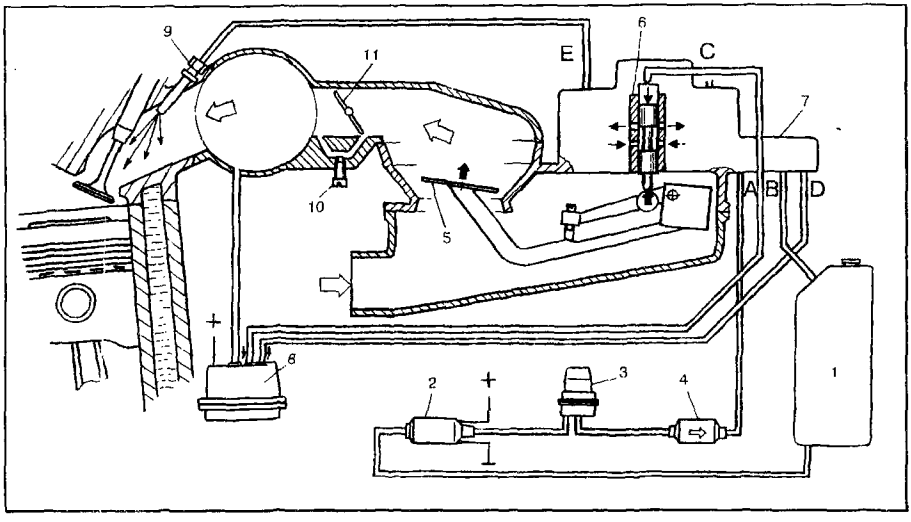
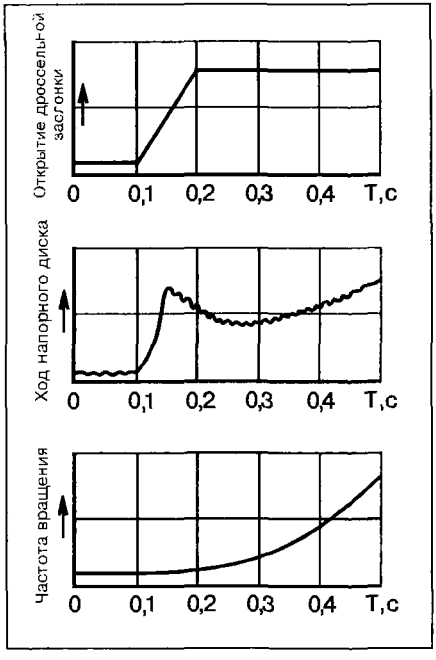
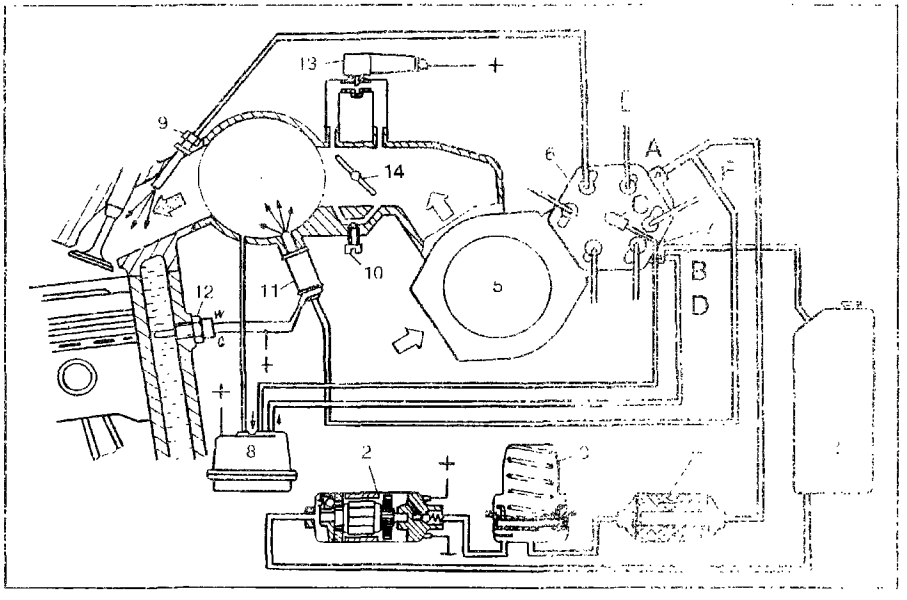

Рис. 2. Схема главной дозирующей системы и системы холостого хода системы впрыска "K-Jetronic":
Рис. 3. Взаимосвязь открытия дроссельной заслонки, перемещения напорного диска и увеличения частоты вращения коленчатого вала (система "K-Jetronic")
Рис. 4. Схема системы впрыска топлива "K-Jetronic":
1. **Дозатор, дозатор-распределитель, регулятор состава и количества рабочей смеси**. Устройство объединяет расходомер воздуха (трубка Вентури) и регулятор (гидрораспределитель) количества топлива (см. рис. 2, б).
4. **Пусковая электромагнитная форсунка, пусковая форсунка, пусковой топливный клапан с электромагнитным управлением, пусковой клапан.** Форсунка (англ. force — нагнетание, впрыск) или инжектор (фр. injecteur от лат. injicere — бросать, нагнетать, впрыскивать внутрь чего-либо) работающая при пуске холодного двигателя (см. рис. 4).
5. **Рабочая форсунка, форсунка впрыска, клапанная форсунка, инжектор.** Форсунка, установленная непосредственно перед впускным клапаном, управляется электромагнитом или подводимым давлением топлива (см. рис. 2, 13).
9. **Клапан добавочного воздуха, клапан дополнительной подачи воздуха, золотник добавочного воздуха, золотниковый клапан добавочного воздуха, клапан дополнительной воздушной заслонки, клапан перепуска воздуха, поворотный регулятор холостого хода, регулятор холостого хода с электромагнитным клапаном.** Клапан в воздушном канале, параллельном дроссельной заслонке, используется при холостом ходе, сечение может перекрываться специальным винтом ("винт количества"), (см. рис. 2, 12, 35, 42, 48).
Топливный насос 2, (рис. 2), забирает топливо из бака 1 и подает его под давлением около 5 кгс/см^2 через накопитель 3 и фильтр 4 к каналу "А" дозатора-распределителя 6. При обычном карбюраторном питании управление двигателем осуществляется воздействием на педаль "газа" т.е. поворотом дроссельной заслонки. Если при карбюраторном питании дроссельная заслонка регулирует количество подаваемой в цилиндры рабочей смеси, то при системе впрыска дроссельная заслонка 11 регулирует только подачу чистого воздуха.
Расходомер воздуха системы впрыска топлива представляет собой прецизионный механизм. Напорный диск его очень легкий (толщина примерно 1 мм, диаметр — 100 мм) крепится к рычагу, с другой стороны рычага (см. рис. 2) установлен балансир, уравновешивающий всю систему. С учетом того, что ось вращения рычага лежит в опорах с минимальным трением (подшипники качения), диск очень "чутко" реагирует на изменение расхода воздуха.
Из дозатора-распределителя топливо по каналам "Е" поступает к форсункам впрыска 9, (см. рис. 2). Иногда вместо слова форсунка (от force — франц. сила) применяется слово инжектор (лат. injicere—бросать внутрь).
Итак, перемещение напорного диска вызывает перемещение плунжера распределителя. Направления перемещений на рис. 2 показаны стрелками. Взаимосвязь перемещений и упомянутые выше дифференциальные клапаны обеспечивают стехиометрическое соотношение воздуха и бензина в рабочей смеси. Но, напомним еще раз, характерной особенностью автомобильного двигателя является то, что он должен быть приспособлен к различным режимам: холодный пуск, холостой ход, частичные нагрузки, полная нагрузка. Смесь приходится при соответствующих режимах или обогащать или обеднять. Для получения соответствия состава рабочей смеси режиму работы двигателя в системе впрыска со стороны верхней части плунжера (см. рис. 2) в распределитель подходит по каналу "С" управляющее давление. Величина последнего определяется регулятором управляющего давления 8. Это давление в зависимости от режима работы двигателя имеет большую или меньшую величину. В первом случае сопротивление перемещению плунжера увеличивается — смесь обедняется. Во втором случае, напротив, сопротивление перемещению плунжера уменьшается — смесь становится богаче. Одним из режимов работы автомобильного двигателя является резкое открытие дроссельной заслонки. При карбюраторной системе питания необходимое обогащение смеси (в противном случае, так как воздух более подвижен, было бы ее обеднение) производится ускорительным насосом. При системе впрыска обогащение обеспечивается почти мгновенной реакцией напорного диска (рис. 3).
Бензиновый электрический насос 2 (см. рис. 2) работает независимо от частоты вращения коленчатого вала двигателя. Он включается при
двух условиях, когда включено зажигание и вращается коленчатый вал. Если учесть, что насос имеет запасы по давлению двухкратный, по подаче десятикратный, то понятно, что система впрыска должна иметь регулятор давления питания. Этот регулятор 7, (см. рис. 2) встроен в дозатор-распределитель, соединен с каналом "А" (подвод топлива), по каналу "В" осуществляется слив излишнего топлива в бак, канал "D" соединен с регулятором управляющего давления 8.
При пуске двигателя электронасос 2 (рис. 4), практически мгновенно создает давление в системе. Если двигатель прогрет (температура не менее 35°С) термореле 12 выключает пусковую форсунку 11 с электромагнитным управлением. В момент пуска холодного двигателя и в течение определенного времени пусковая форсунка впрыскивает во впускной коллектор дополнительное количество топлива.
Таким образом, если двигатель уже прогрет, питание осуществляется только через главную дозирующую систему и систему холостого хода, (см. рис. 2). При этом, термореле 12 (см. рис. 4), пусковая электромагнитная форсунка 11 и клапан добавочного воздуха 13 в работе не участвуют. При пуске и прогреве холодного двигателя все перечисленные элементы системы впрыска включаются в работу, обеспечивая надежный запуск и стабильную работу двигателя на холостом ходу.
Первый вспомогательный элемент системы — топливный бак 1, (см. рис. 2, 4). В связи с широким использованием каталитических нейтрализаторов отработавших газов, и необходимостью исключить попадание этилированного бензина в топливный бак от заправки его этилированным бензином, изменен сам способ заправки. При этом существенно увеличен диаметр
Топливный электронасос 2 (см. рис. 4), ротационного роликового типа одно- или многосекционный. Примерные размеры деталей насоса, мм: ротор-∅30, статор-∅32, эксцентриситет-1, ролики: ∅5,5, длина-6. Роликовый насос отличается от ротационного лопастного тем, что вместо лопастей в пазы ротора вставлены ролики. Последнее обусловлено стремлением заменить скольжение лопастей по статору качением. Для бензонасоса это особенно важно в связи с отсутствием у бензина смазывающей способности (см. табл. 2).
Насос имеет два клапана, предохранительный (см. рис. 4, слева), соединяющий полости нагнетания и всасывания, и обратный клапан, (см. рис. 3, справа). Обратный клапан препятствует сливу топлива из системы. Конструктивно обратный клапан с демпфирующим дросселем (нем. Dämpfer — гаситель, Drossel — уменьшающий проходное сечение) встроены в штуцер топливного насоса (рис. 5). Демпфер немного сглаживает резкое нарастание давления в системе при пуске топливного насоса. При выключении насоса он снижает давление в системе только до значения, при котором происходит закрытие клапанных форсунок.
Накопитель топлива 3 (см. рис. 4) представляет собой пружинный гидроаккумулятор, назначение которого поддерживать давление в системе при остановленном двигателе и выключенном бензонасосе. Поддержание остаточного давления препятствует образованию в трубопроводах паровых пробок, которые затрудняют пуск (особенно горячего двигателя).
После включения топливного насоса накопительная полость через пластинчатый клапан в перегородке заполняется топливом, при этом диафрагма прогибается вверх до упора, сжимая пружину. После остановки двигателя, в связи с тем, что бензин как всякая жидкость практически несжимаем, малейшие утечки (обратный клапан в насосе, распределитель) приводят к значительному падению давления в системе. Вот здесь и вступает в работу накопитель. Пружина воздействуя на диафрагму вытесняет бензин из накопительной полости через дросселирующее отверстие в перегородке (на рис. 4 в перегородке слева — дросселирующее отверстие, справа — пластинчатый клапан).
Топливный фильтр 4 (см. рис. 4), как видно из схемы, стоит за насосом и поэтому бензонасос от посторонних частиц в бензине не защищает, фильтр по объему превышает в несколько раз обычно применяемые фильтры тонкой очистки бензина и, похож на масляный фильтр. При нормальном бензине срок службы фильтра составляет 50 тыс. км. В системах впрыска топлива чистоте бензина уделяется особое внимание, кроме рассмотренного фильтра и сетки в насосе есть еще сетки на гильзе распределителя 6, в штуцерах каналов "Е" (см. рис. 2). Способствует выпадению посторонних частиц из бензина и конфигурация каналов в дозаторе-распределителе.
Рассмотренное регулирование состава рабочей смеси относится к частичным нагрузкам или к обычной работе двигателя. Но существуют и другие режимы: холодный пуск, холостой ход, полная нагрузка. Приспособляемость к этим режимам "по воздуху" предусмотрена в расходомере (см. рис. 2, 7, а), благодаря форме и сечению направляющего устройства. В дозаторе-распределителе предусмотрено приспособление "по бензину", осуществляемое подводом к плунжеру сверху управляющего давления. Чем больше управляющее давление, тем больше усилие препятствующее подъему плунжера, соответственно с уменьшением управляющего давления уменьшается и сила препятствующая подъему.
Для обеспечения пуска и прогрева двигателя в системе впрыска "K-Jetronic" предусмотрены электромагнитная пусковая форсунка, термореле, клапан дополнительной подачи воздуха и регулятор управляющего давления (корректор подогрева), см. рис. 4.